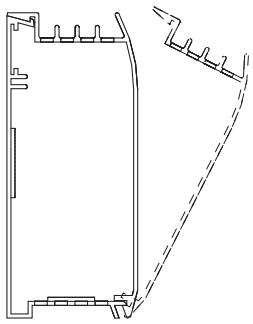

Fig. 5
16. Avant la mise sous tension, assurez-vous que le couvercle avant est bien installé sur le carter arrière, sur toute la longueur du radiateur, voyez le Figure 5. Ne faites pas fonctionner un radiateur sans que son couvercle avant soit en place.
10. Remettez en place le couvercle avant en mettant le bord avant inférieur du couvercle sur le bord avant inférieur du carter arrière, et en poussant le couvercle tout droit en arrière pour verrouiller le tout. Voir la Figure 5.
10. Remettez en place les couvercles frontaux en suivant l'étape 10 de **l'installation d'unité unique** (Voir la Figure 5).
5. Remettez en place le couvercle avant comme montré en figure 5, en vous assurant qu'il est bien verrouillé en place sur toute la longueur du radiateur. Rétablissez l'alimentation du radiateur et vérifiez son bon